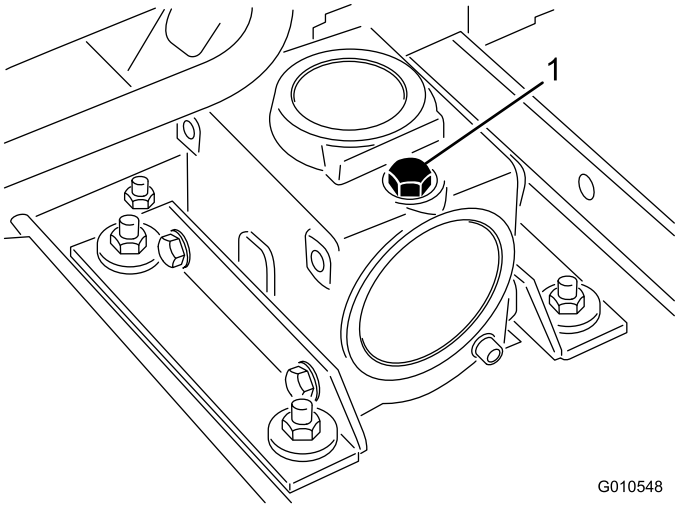

Figuur 16
2. Plaats het maaidek op een horizontaal oppervlak en breng het maaidek omlaag. Verwijder de peilstok/vulplug op de bovenkant van de tandwielkast (Figuur 16) en controleer of het peil van de tandwielolie tussen de merktekens op de peilstok staat. Als het oliepeil laag is, vul dan SAE 80-90 tandwielolie bij tot het peil zich tussen de markeringen bevindt.